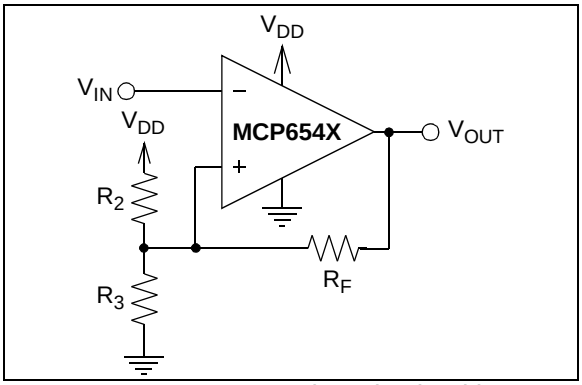
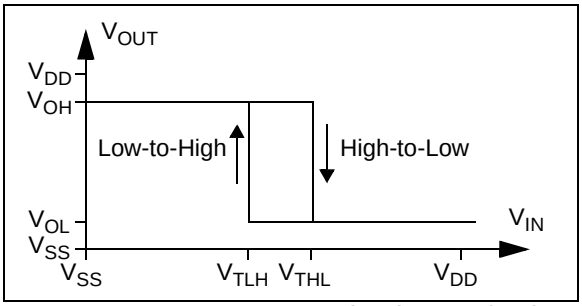
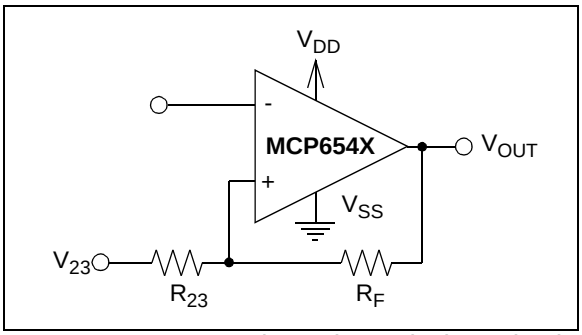

FIGURE 4-6: *Inverting Circuit With Hysteresis.*
FIGURE 4-7: *Hysteresis Diagram for the Inverting Circuit.*
FIGURE 4-8: *Thevenin Equivalent Circuit.*
Figure 4-6 shows an inverting circuit for single-supply using three resistors. The resulting hysteresis diagram is shown in Figure 4-7.
In order to determine the trip voltages (V_{THL} and V_{TLH}) for the circuit shown in Figure 4-6, R_2 and R_3 can be simplified to the Thevenin equivalent circuit with respect to V_{DD}, as shown in Figure 4-8.
1. Inverting Configuration (Figures 4-6 and 4-9):